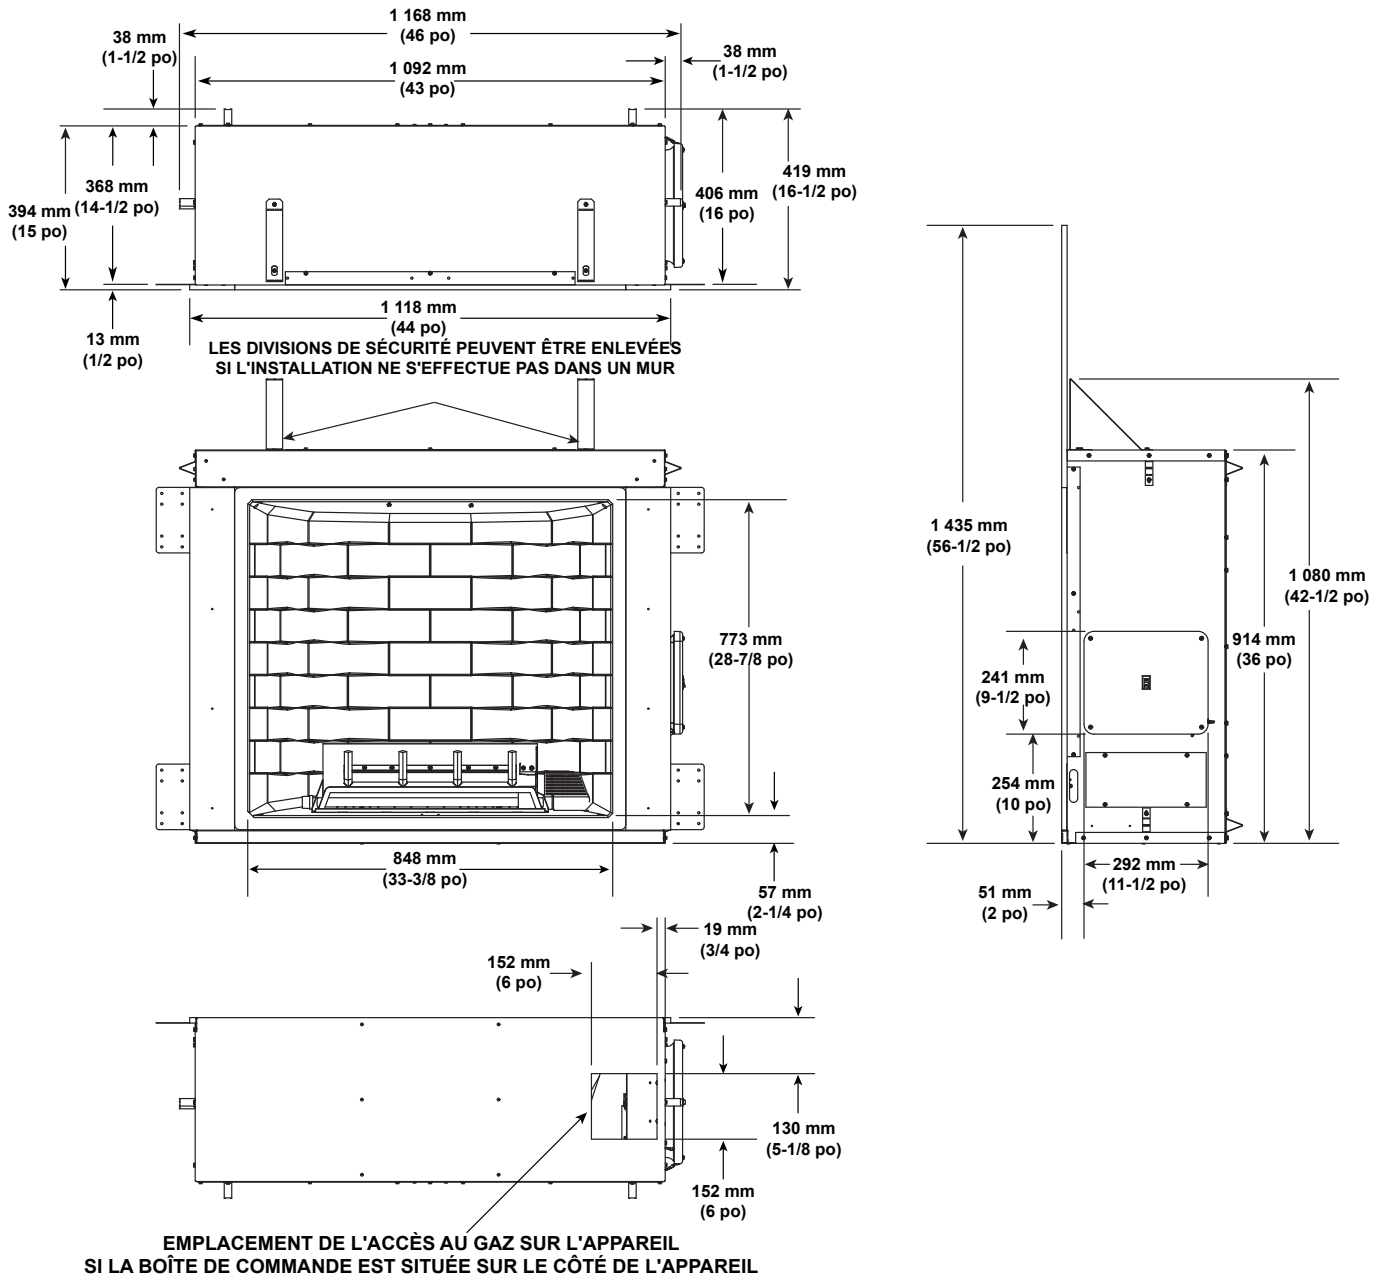

Figure 3.1 Dimensions de l'appareil – CARODG36I-B
- Ébavurez le périmètre de l'appareil, les coins et la façade de l'appareil en respectant les pratiques régionales requises afin d'éviter la pénétration de l'eau autour de l'appareil ou de gérer l'eau de façon à éviter son entrée dans l'appareil. Consultez la section 3.D. et la figure 3.1 (CARODG36I-B) et 3.2 (CARODG42I-B) pour de plus amples renseignements concernant la construction du mur et de l'enceinte.
- Voir la section 3.F et les figures 3.1 et 3.2 pour en apprendre davantage sur les constructions de mur et d'enceinte requis afin d'éviter la pénétration de l'humidité dans la structure. L'appareil évacuera une quantité limitée d'eau, mais n'est pas résistant à l'eau.